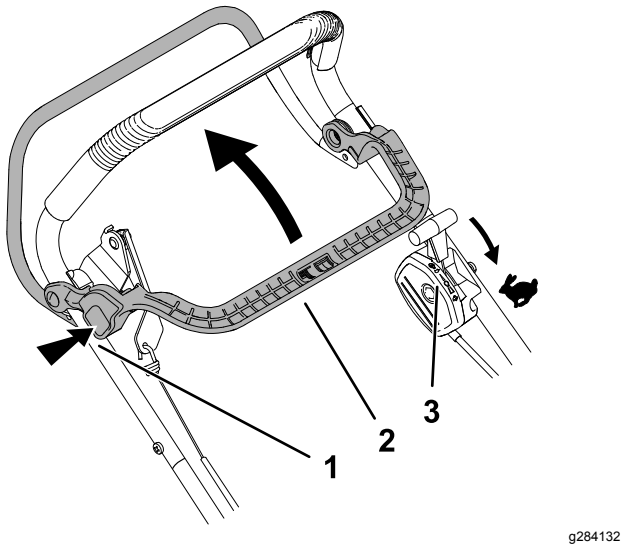

Figur 15
1. Sørg for, at gashåndtaget er i positionen FAST (hurtig) (Figur 15).
2. Tryk på BBC-låseknappen, og træk BBC-kontrolgrebet tilbage mod håndtaget (Figur 15).